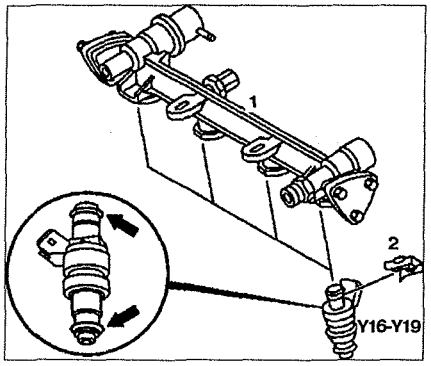

Рис. 2.134. Снятие форсунок:
7. Снимите фиксатор **2** (см.рис. 2.134).